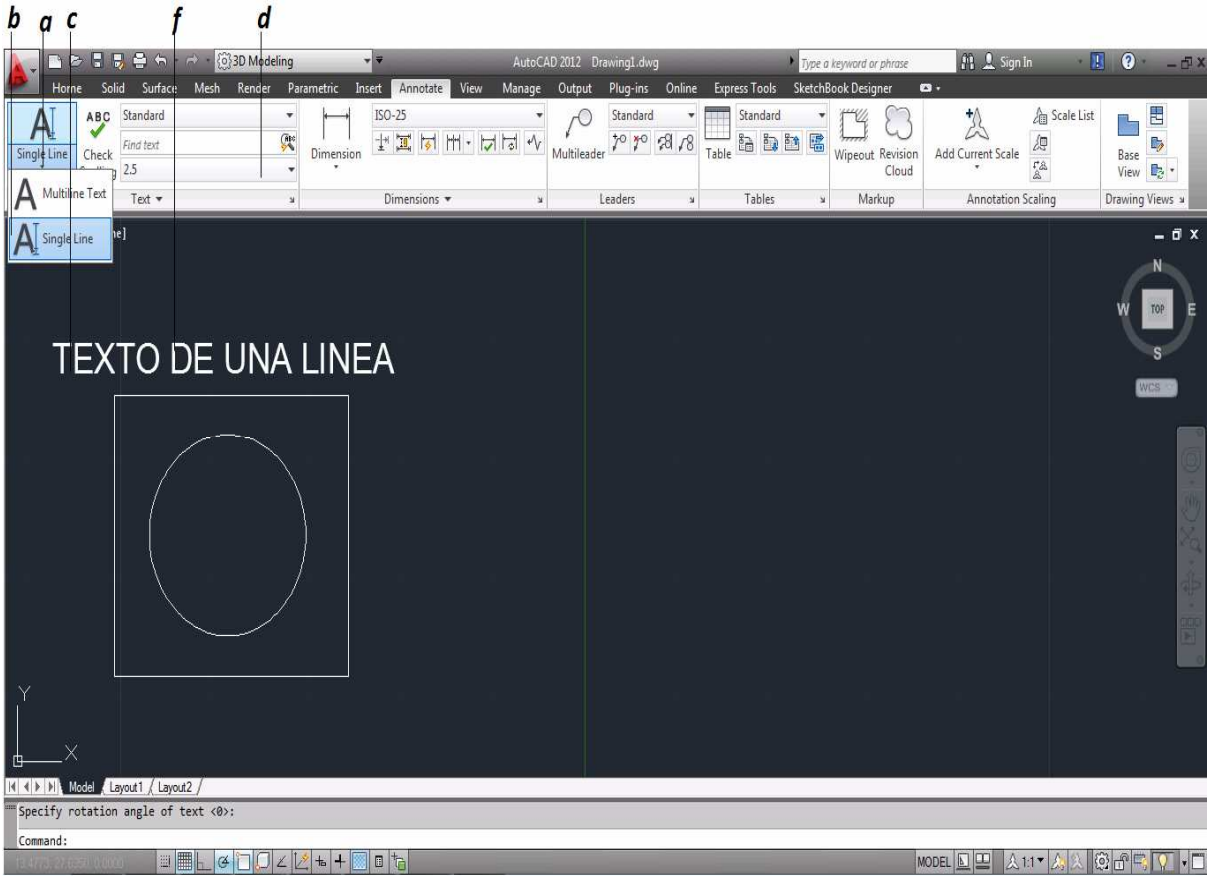

Figura 3.60 Texto "Texto de una Linea"
- **a.** Se selecciona la flecha del grupo Texto Multilinea [Multiline Text] para desplegar las opciones *(figura 3.60).*
- **b.** Se selecciona la opción Texto Unico [Single Line] para activar el comando *(figura 3.60).*
- **c.** En el área grafica, se define el punto donde se inciara el texto justificado a la izquierda que es la opción por defecto *(figura 3.60).*
- **d.** Escribe 0.5 o la altura de Texto deseada según el tamaño de la pieza *(figura 3.60).*
- **f.** Se introduce el texto deseado *(figura 3.60).*